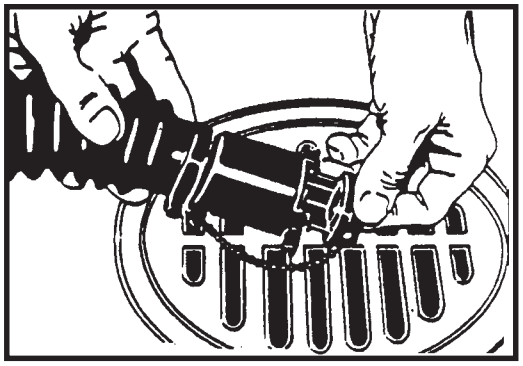

Abbildung 4
d. Den Verschlubstopfen nach links drehen, um die Schlauchöffnung freizulegen (Abb. 4)